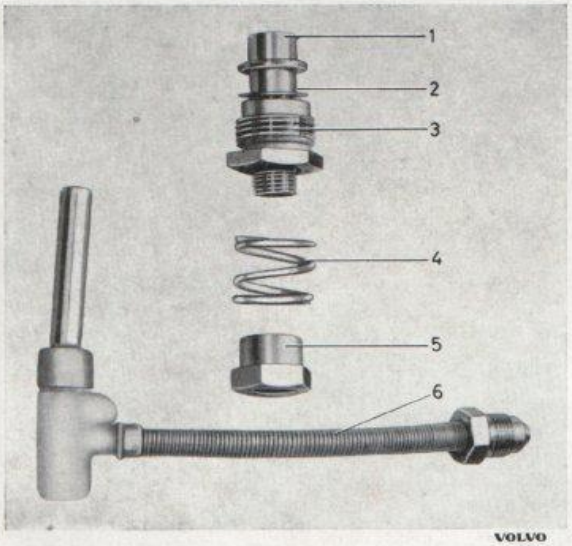

Bild 1-76. Munstycke, isärtaget
3. Sätt i munstyckshylsa, låsmutter och justermutter, se bild 1-76. Skjut in munstycket och centrera det. Se "Centrering av munstycke".